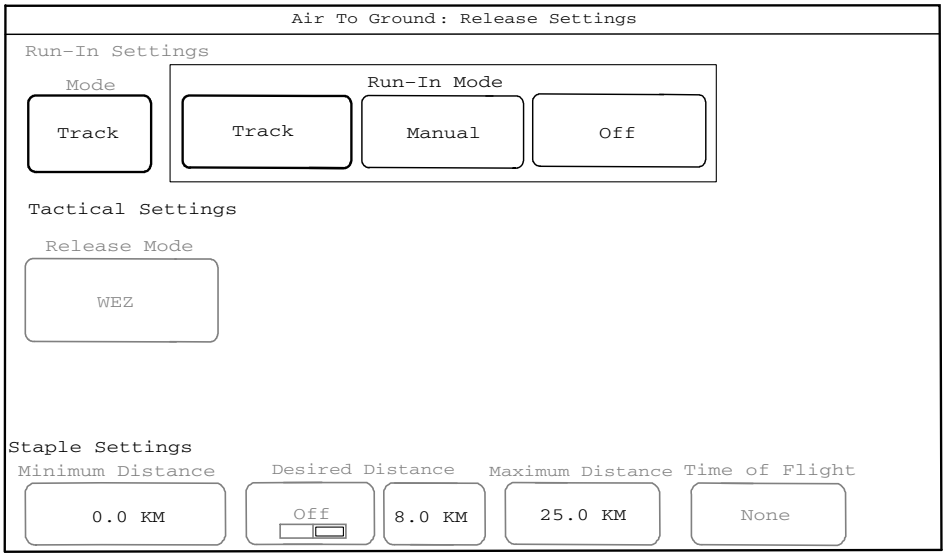

**Figure 1-95. Run-In Mode – Typical.**
1.3.3.4.1 Run-In Settings. The Run-In Mode allows the pilot to decide if a run-line will be present on the Tracker display and what type of line will be present. Selecting the Mode button will bring up the Run-In Mode options window (Figure 1-95). There are three options available and are listed and described below: